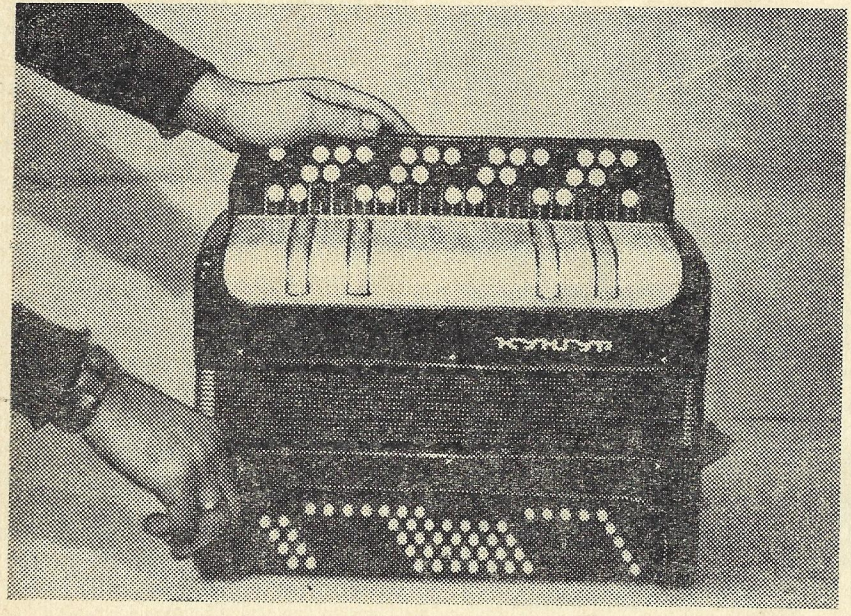
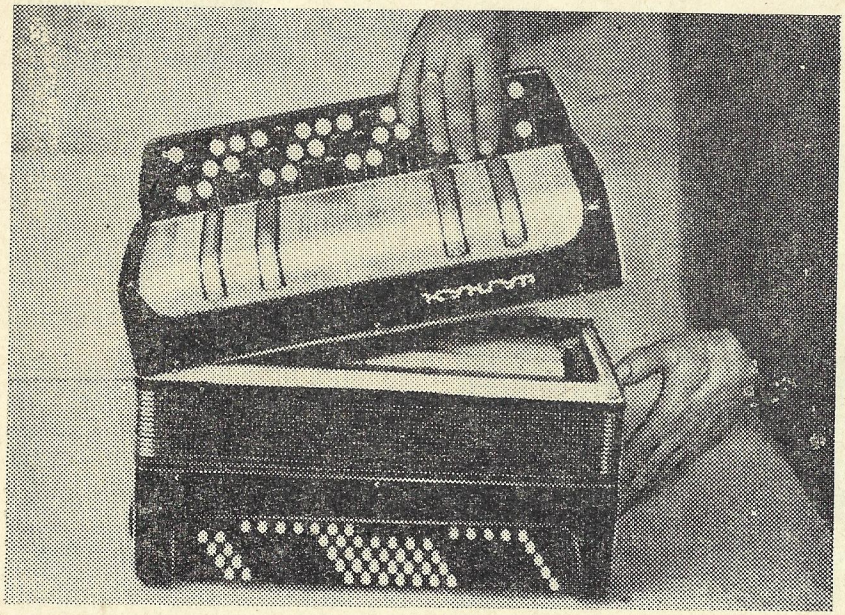

Рис. 5.
Рис. 6.
5. Резонаторы с голосовыми планками (рис. 5).
а) вынуть плоскогубцами соединительные шпильки и вскрыть корпус (рис. 5). Затем осторожно разъединить рамку и меховую камеру (рис. 6);